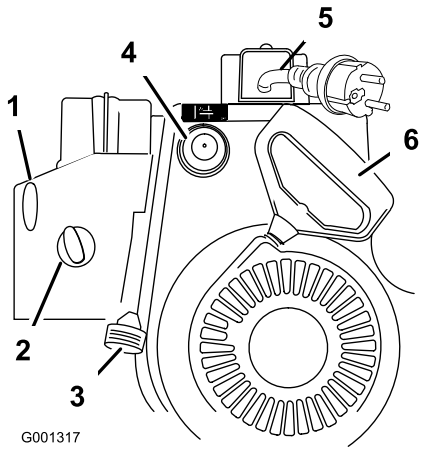

Figur 15
7. Starta snöslungan med startsnöret eller med den elektriska startmotorn (Figur 15).